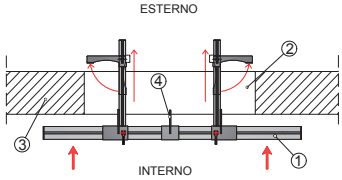

Fig.1 Finestra o porta-finestra
A) Disporre le due piastre verticali laterali di regolazione con agganciate le due aste, in posizione centrale rispetto all'asta orizzontale. Posizionare il dispositivo all'interno dell'apertura in posizione orizzontale avendo cura di poggiarlo sul parapetto (nel caso di finestra) o sul pavimento (nel caso di porta). Le due aste verticali devono fuoriuscire verso l'esterno (vedi Fig. 1 e 2).